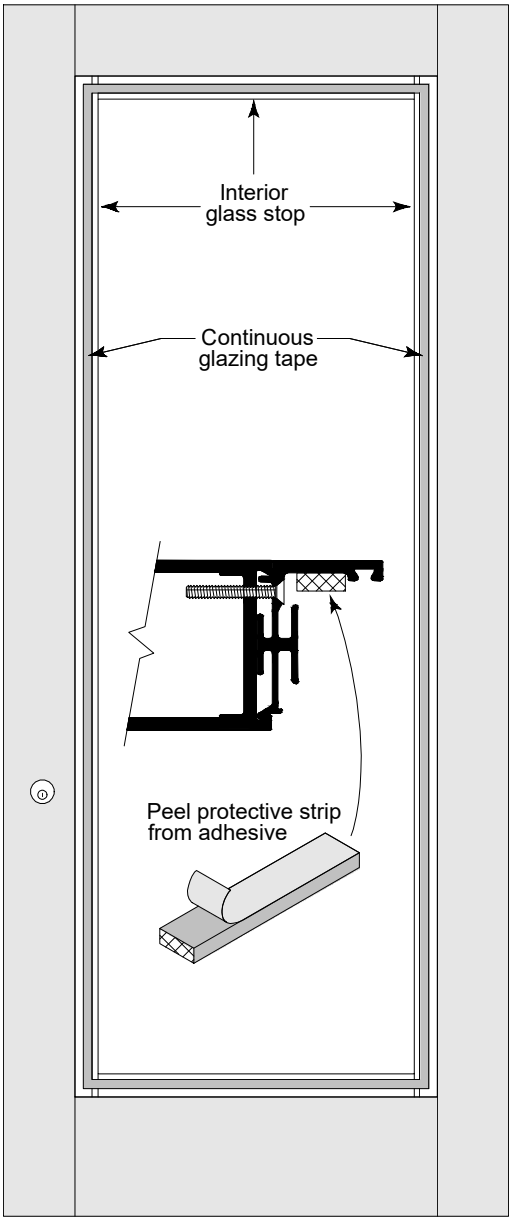

Fig. 34.1
B. Apply 3/16” x 1/2” Tremco SGT921 One-Sided glazing tape (Not Included) to interior door glass stop all around the door. SEE Fig. 34.1.